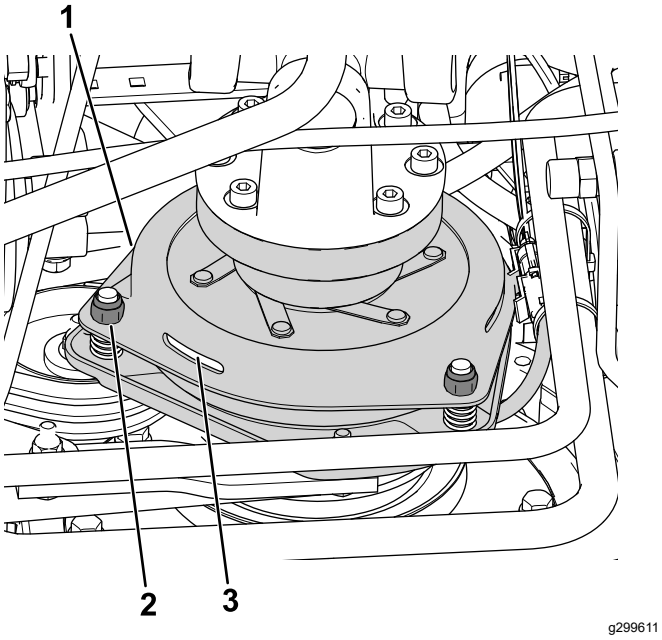

**Bild 76**
3. Stellen Sie den Abstand so ein, dass eine 0,3 mm Fühlerlehre mit leichtem Druck zwischen die Kupplungsauskleidung und die Bremsscheibe passt (Bild 76).
**Hinweis:** Drehen Sie die Einstellmuttern nach rechts, um den Abstand zu verringern (Bild 76). Der maximale Betriebsabstand beträgt 0,6 mm. Stellen Sie alle drei Luftspalte auf 0,4 mm ein.